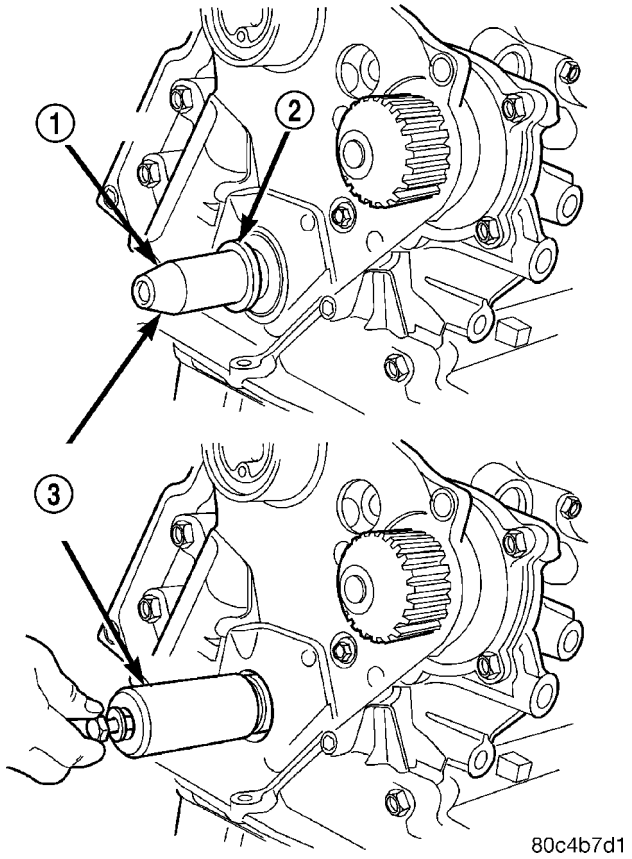

Fig. 103 Front Crankshaft Seal - Installation
(5) Install new front crankshaft seal using Special Tool 6780 (Fig. 103).